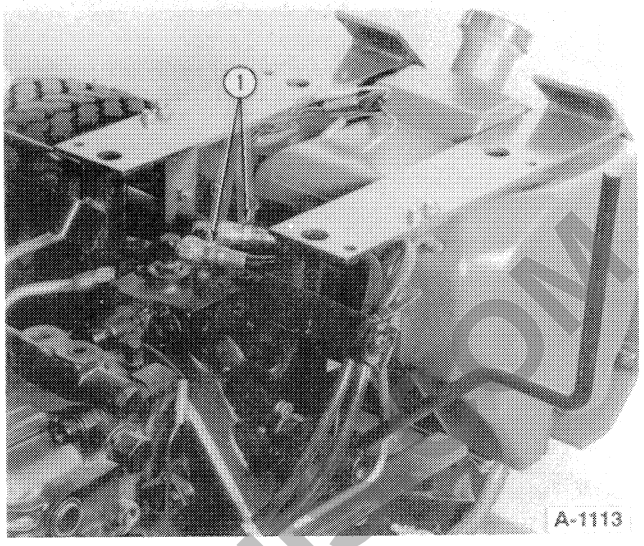

**FIGURE 8-12**
11. Disconnect the two hoses, 1, from the control valve and plug all openings, Figure 8-12.